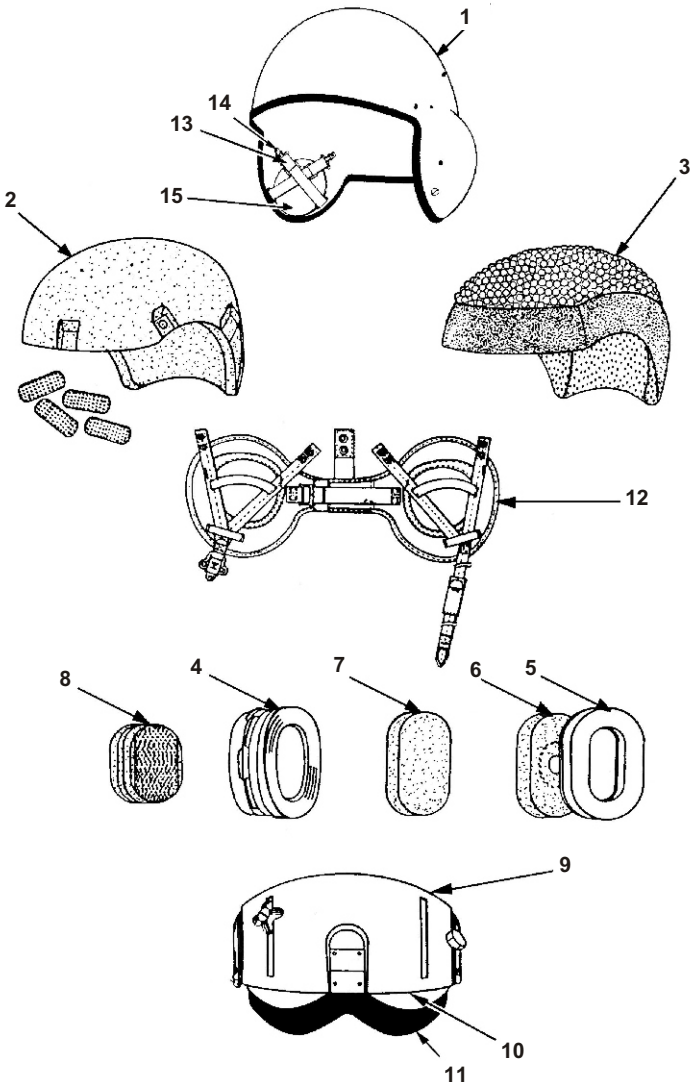

Figure 9. SPH-4B Components
The SPH-4B Helmet may be ordered as a complete assembly; the components shown in Figure 9 and listed on Page 11 also may be ordered separately. For further information, contact GENTEX Corporation, Carbondale, PA 18407, phone (570) 282-3550, fax (570) 282-8555, or visit our web site at www.gentexcorp.com.